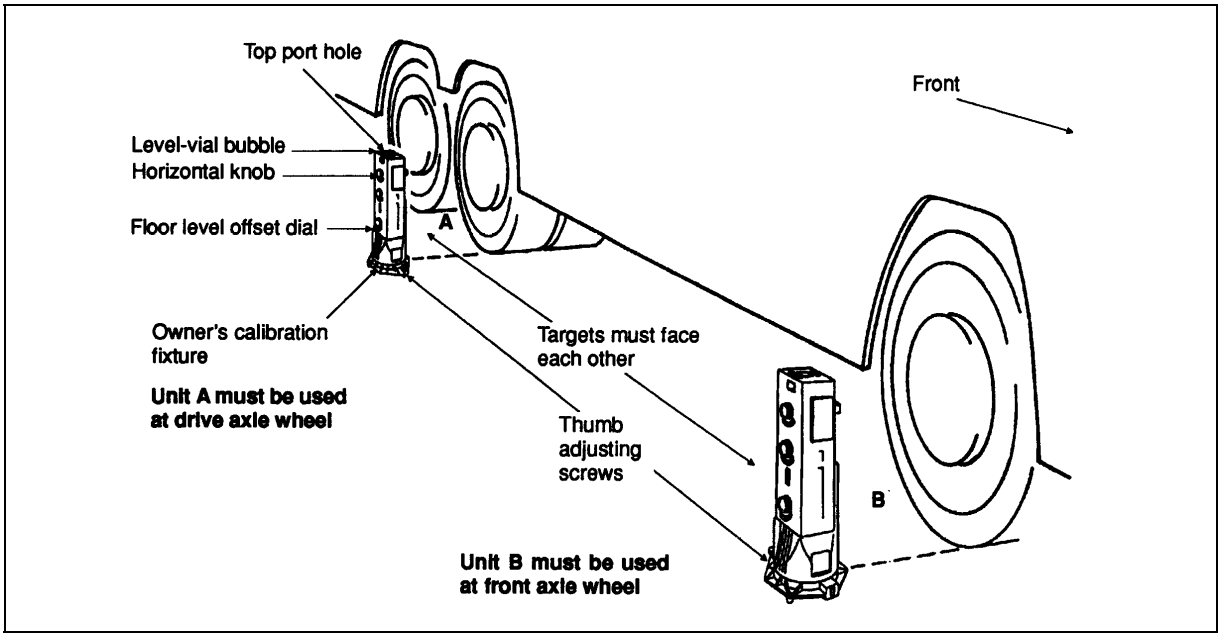

FIGURE 54: HEADLIGHT ALIGNMENT 06087
2. Fix one (1) calibration fixture to each aligner.
3. Install aligner in center of each wheel on one side of vehicle. Unit B must be installed beside the front axle wheel with its viewing port facing rearward, and unit A beside the drive axle wheel with its viewing port facing forward. See figure 54 for more details.